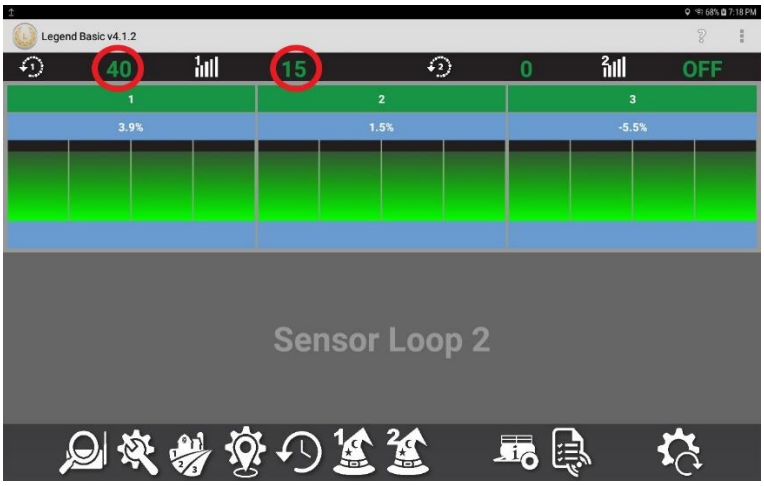

Figure 4.3
3. You will see the green number in the upper left (#40 circled in red in figure 4.3) change to the value you have entered. This number will change as the sensors see small or large fluctuations in product flow.
4. Proceed to the next section, “blockage mode” on page 17 to find out how to set your blockage sensitivity (#15 circled in red in figure 4.3).